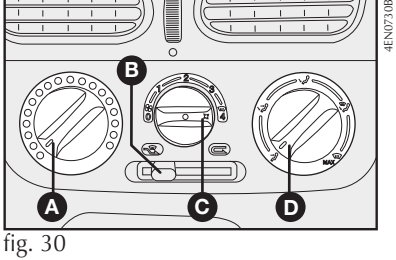

fig. 30
COMANDOS - fig. 30
1) Seletor para a temperatura do ar **A-fig. 30** totalmente posicionado à esquerda.
2) Seletor do ventilador **C-fig. 30** posicionado na velocidade máxima.
3) Seletor de distribuição do ar **D-fig. 30** apontado para ; controlar para que todas as saídas de ar estejam totalmente abertas.
4) Ligar o ar-condicionado apertando o seletor **C-fig. 30**.
O ar-condicionado é muito útil para acelerar o desembaçamento, pois desumidifica o ar. É suficiente regular os comandos para a função de desembaçamento e ativar o condicionador, apertando o seletor **C-fig. 30**.
1) Condicionador de ar ligado: seletor **C-fig. 30**.